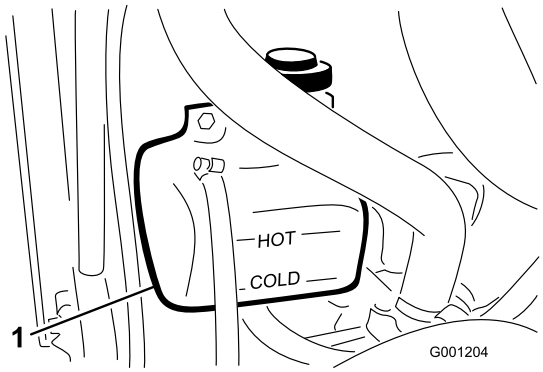

Figur 73
1. Kontroller kjølevæskenivået i ekspansjonstanken (Figur 73).